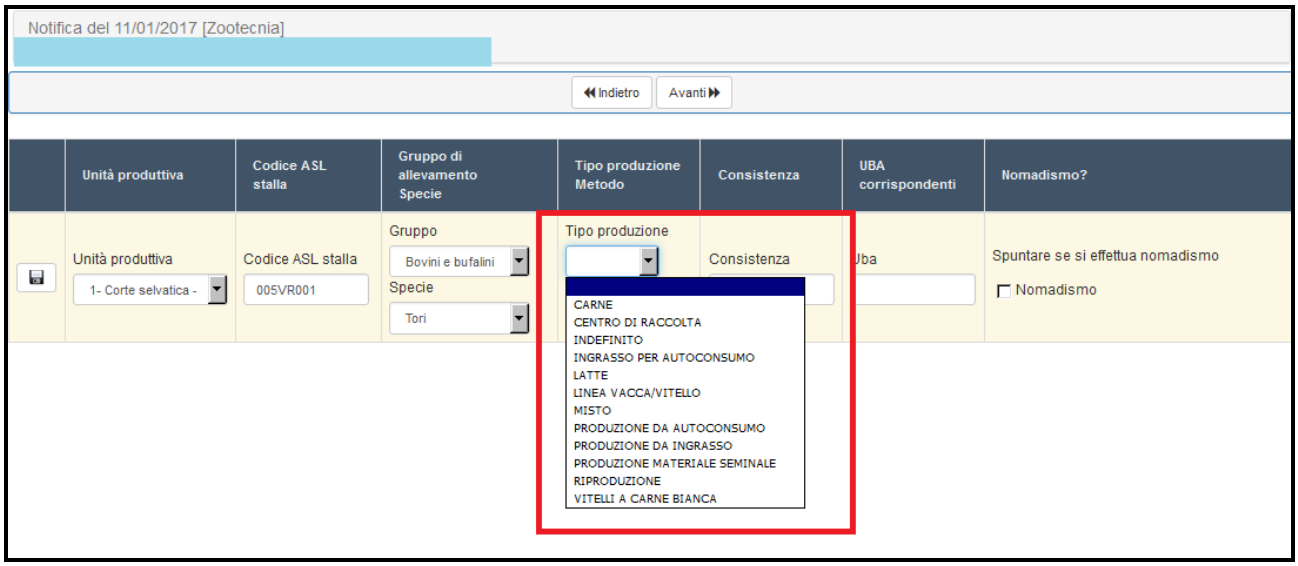

Fig. 60
- ✓ **Tipo Produzione** (v. fig. 60): scegliere dal menù a tendina la tipologia di produzione ovvero la destinazione produttiva (es. animali da carne o da latte);